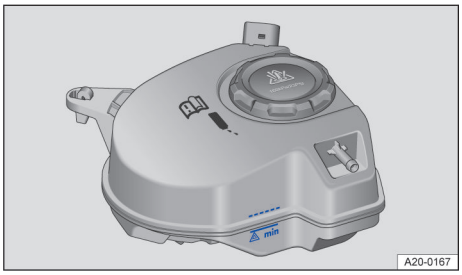

Fig. 200 Dans le compartiment-moteur : repère sur le vase d'expansion de liquide de refroidissement (schéma de principe)
1. Lorsque le moteur est froid, vérifiez le niveau de liquide de refroidissement à l'aide des repères latéraux du vase d'expansion de liquide de refroidissement → fig. 200.
4. Le niveau de liquide de refroidissement doit se situer entre les repères du vase d'expansion du liquide de refroidissement → fig. 200.